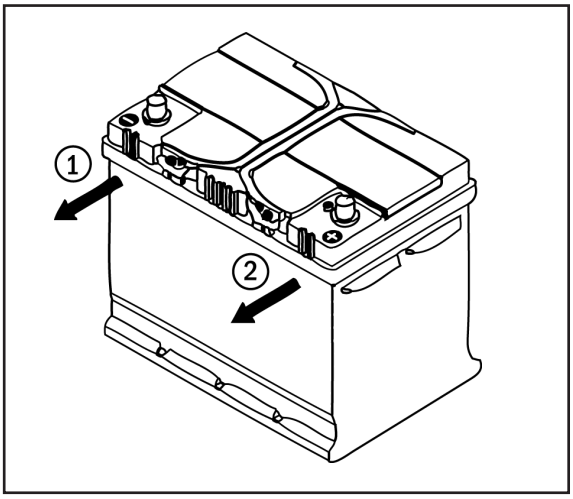

Abb. 1: Batterie abklemmen
- Klemmen Sie zuerst den MINUS-Pol ab und danach den PLUS-Pol (siehe Abb. 1).